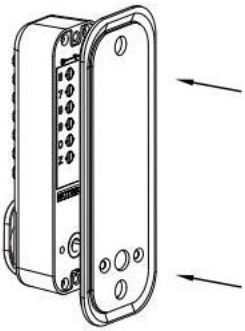

FIG7A
1) Montaż drzwi o grubości 35~42 mm, włóż podkładkę gumową (jak na rys. 7A).